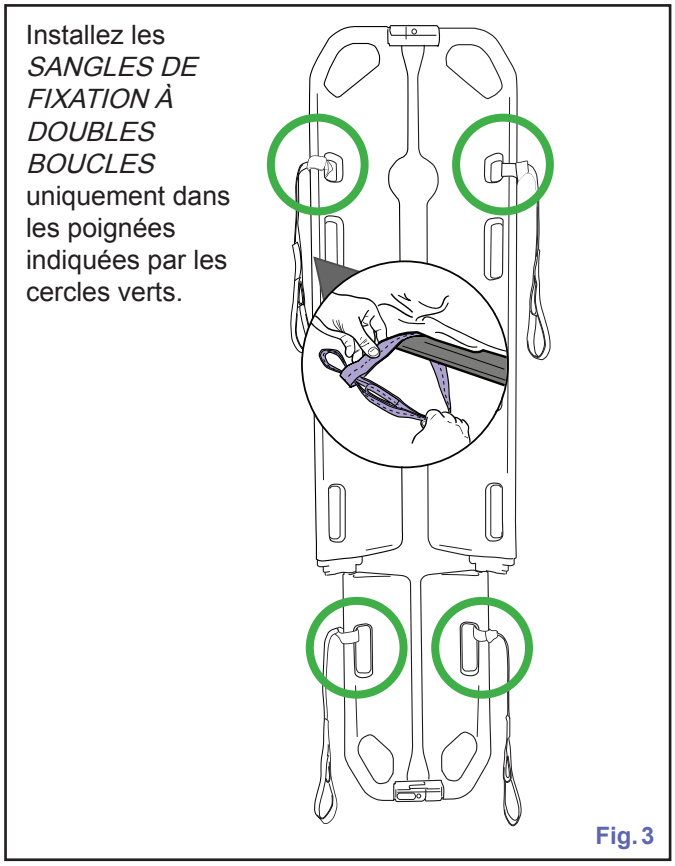

Fig. 3
3) Assurez-vous que les *SANGLES DE FIXATION À DOUBLES BOUCLES* ont été installées aux bons endroits. Si les quatre sangles n'ont pas encore été attachées à la *civière Ferno Scoop EXL*, attachez-les aux bons endroits et correctement, comme illustré à la Fig. 3.